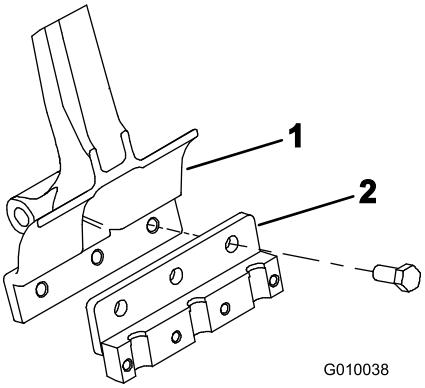

Rysunek 22
2. Zamocuj uchwyt zęba do każdego ramienia zęba za pomocą trzech śrub (1/2 x 1-1/4 cala) (Rysunek 22). Dokręć śruby momentem o wartości 101,6 Nm.